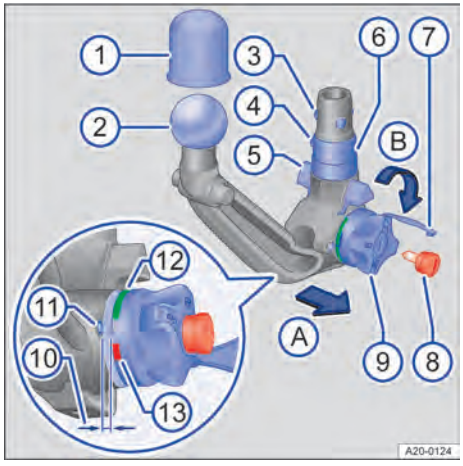

Bilde 143 Oversikt: Avtakbart kulehode.
4. Kontroller at festet, håndhjulet → Bilde 143 ⑨, skaftet ⑥ og låsekulene ③ for kulehodet er rene og uten skader → ⓘ. Rengjør ved behov.
1. Ta tak under kulehodet → Bilde 143 ② med den ene hånden.
2. Ta låsdekslet → Bilde 143 ⑦ av låsen, og sett nøkkelen ⑧ i låsen.
3. Drei nøkkelen → Bilde 143 ⑧ mot klokken.
4. Trekk ut håndhjulet → Bilde 143 ⑨ i pilretningen Ⓐ med den andre hånden, og hold det fast i denne posisjonen → ⚠.
5. Drei håndhjulet → Bilde 143 ⑨ i pilretningen Ⓑ til det går i lås. Kulehodet er nå forspent. Det røde merket ⑬ skal peke fra håndhjulet til det hvite merket ⑪ på kulehodet. Håndhjulet står tydelig ut fra kulehodet. Åpningen er ca. 4 mm ⑩.
6. Kontroller at alle låsekulene → Bilde 143 ③ kan trykkes helt inn i skaftet ⑥ på kulehodet.
2. Trykk kulehodet hardt oppover til det går i lås. De to sentreringene → Bilde 143 ⑤ må gå i lås i festene på bilen.
3. Håndhjulet → Bilde 143 ⑨ står nå i utgangsposisjon. Det er ingen åpning mellom håndhjulet og kulehodet.
4. Drei nøkkelen → Bilde 143 ⑧ i håndhjulet med klokken, og trekk den ut.
5. Håndhjulet → Bilde 143 ⑨ skal nå ikke kunne trekkes ut.
6. Sett låsdekslet → Bilde 143 ⑦ på låsen, og legg nøkkelen i oppbevaringsboksen.
1. Det grønne merket → Bilde 143 ⑫ på håndhjulet peker mot det hvite merket ⑪ på kulehodet.
2. Håndhjulet → Bilde 143 ⑨ skal ligge inntil kulehodet, uten åpning mellom håndhjulet og kulehodet.
3. Rist eller trekk kraftig i kulehodet → Bilde 143. Den skal sitte fast i festet → ⚠.
4. Låsen må være låst, og nøkkelen → Bilde 143 ⑧ må være trukket ut.
5. Låsdekslet → Bilde 143 ⑦ må dekke låsen i håndhjulet.
- Ikke bruk tilhengerfestet når den minste diameteren på kulen → Bilde 143 ② er mindre enn 49 mm.